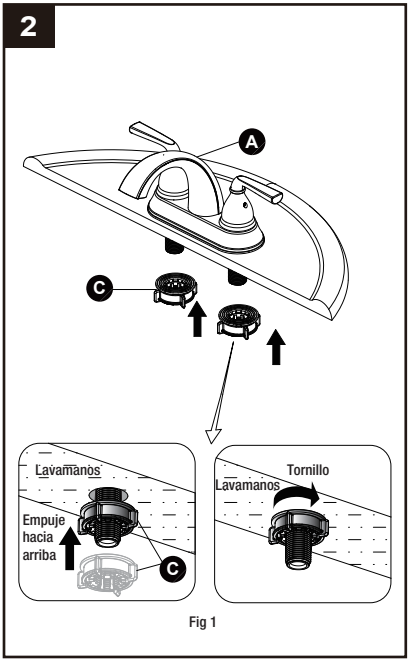

Fig 1
2. Asegure la mezcladora nueva (A) al mismo con las tuercas fáciles de instalar (C) incluidas. Empuje las tuercas fáciles de instalar (C) hacia el lavamanos y gira manualmente para ajustar, como se muestra en la Fig. 1.